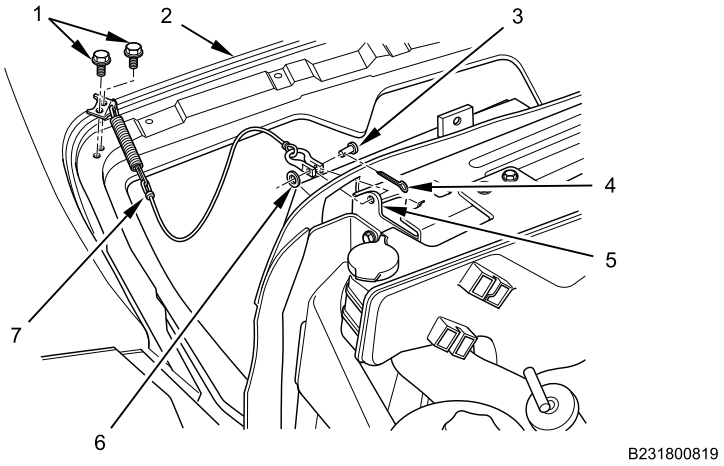

Figure 1. Hood Safety Cable.
1. Using assistant, support hood assembly (Figure 1, Item 2).
2. Remove cotter pin (Figure 1, Item 4), washer (Figure 1, Item 6), clevis pin (Figure 1, Item 3), and hood safety cable (Figure 1, Item 7) from radiator support bracket (Figure 1, Item 5). Discard cotter pin (Figure 1, Item 4).
3. Remove two bolts (Figure 1, Item 1) and hood safety cable (Figure 1, Item 7) from hood assembly (Figure 1, Item 2).